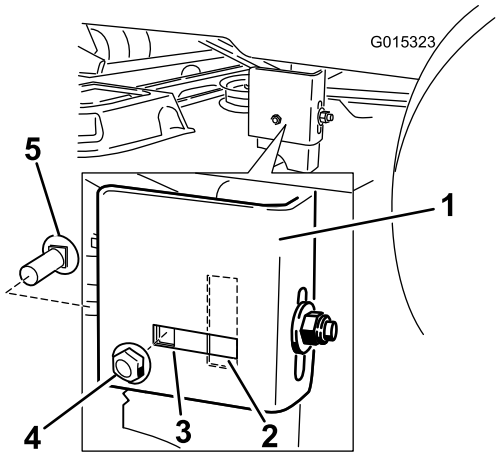

Figuur 53
7. Ga naar de linkerkant van de machine. Controleer of de zijstelbout in de gleufstand of de geborgde stand staat (Figuur 53).
8. Als de zijstelbout in de geborgde stand staat, moet u de bout en de zijborgmoer uit de geborgde stand halen en in de gleufstand zetten (Figuur 53).